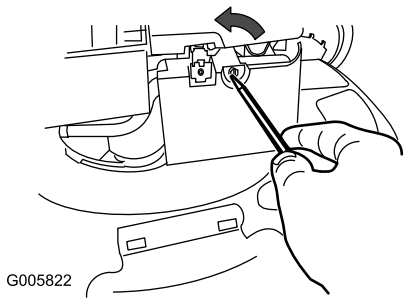

Figuur 17
1. Gebruik een schroevendraaier om het luchtfilterdeksel te openen (Figuur 17).